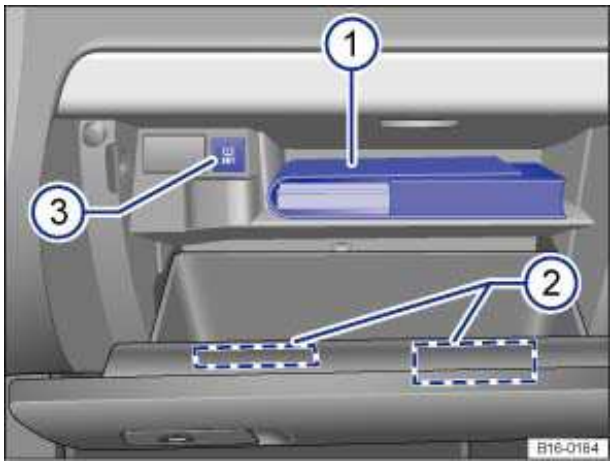

Fig. 92 Inside the glove compartment.
Key to ⇒fig. 92:
The Owner's Manual is in this glove compartment slot ⇒fig. 92 (1).